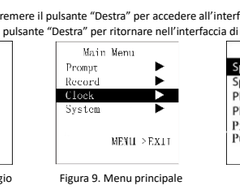

Figura 6. Raffigurazione del corretto posizionamento del dito
- Il dito deve essere posizionato correttamente (vedere figura 6 allegata), in quanto un montaggio errato o una posizione di contatto con il sensore impropria influenzeranno la misurazione.
A. Inserire il dito nella sonda come mostrato nella Figura 6.
(L'aspetto della sonda reale può essere diverso da quello illustrato nella Figura 6, pertanto si prega di fare riferimento alla sonda reale.)